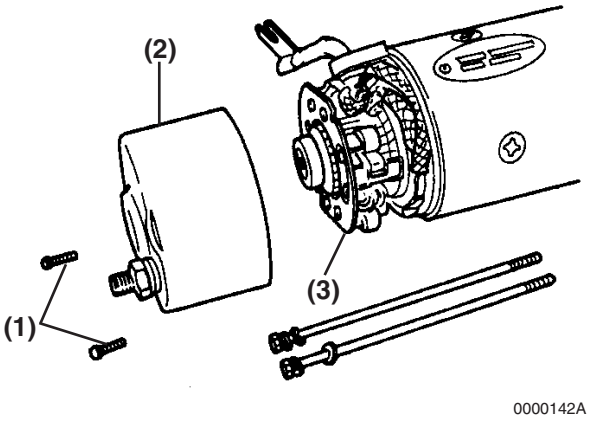

Figure 10-5
4. Remove the two bolts **(Figure 10-5, (1))** securing the rear cover **(Figure 10-5, (2))** to the brush holder assembly **(Figure 10-5, (3))**.
5. Remove the two through bolts. Remove the rear cover **(Figure 10-5, (2))**.